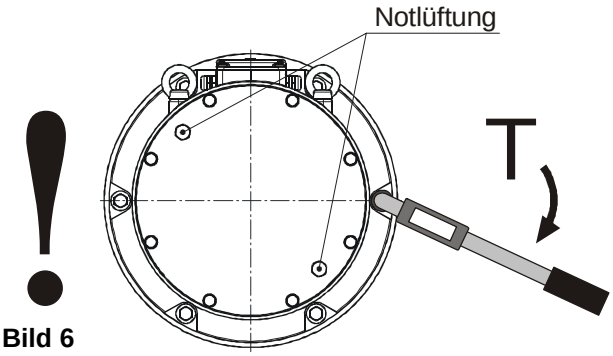

Bild 6
7. Bremsplatte (16) mittels Sechskantschrauben (17) wieder montieren, dabei auf die richtige Winkellage der Notlüftung (siehe Bild 6) achten.